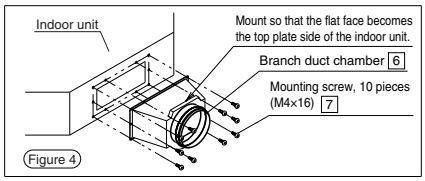

Figure 4
3) Mount the branch duct chamber 6. (Figure 4)